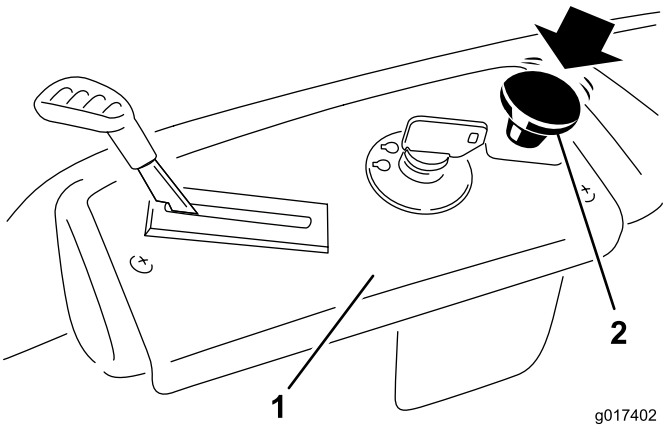

Figuur 12
2. Schakel de maaimessen uit door de aftakasschakelaar op UIT te zetten (Figuur 12)